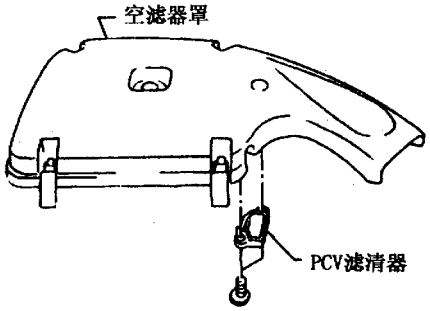

图 2－4－4　PCV 滤清器
(1) 使发动机怠速运转，从摇臂罩上取下 PCV 阀，检查其工作情况。若 PCV 阀工作正常，则由于空气流过该阀，能听到“嘶嘶”声，并且当将手指放在阀口处时，马上会感受到有较强的吸力。
(2) 检查 PCV 通风软管及其接头是否有裂纹和泄漏。拔下所有软管并用压缩空气吹净，必要时更换新的软管。
(3) 拆下空气滤清器罩盖，更换 PCV 滤清器，如图 2－4－4 所示。检查发动机各处真空软管的连接是否正确，是否有裂纹、损坏、泄漏、接头松动、磨损和腐蚀现象，并进行必要的修理和更换。